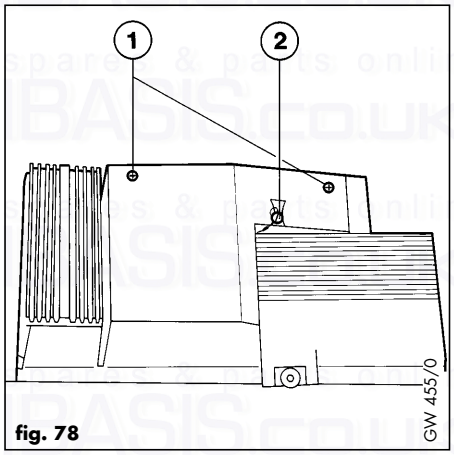

fig. 78
- Remove back of control box by undoing the 2 screws (1, fig. 78).
- Remove back of control box by undoing 2 screws (1, fig. 78).